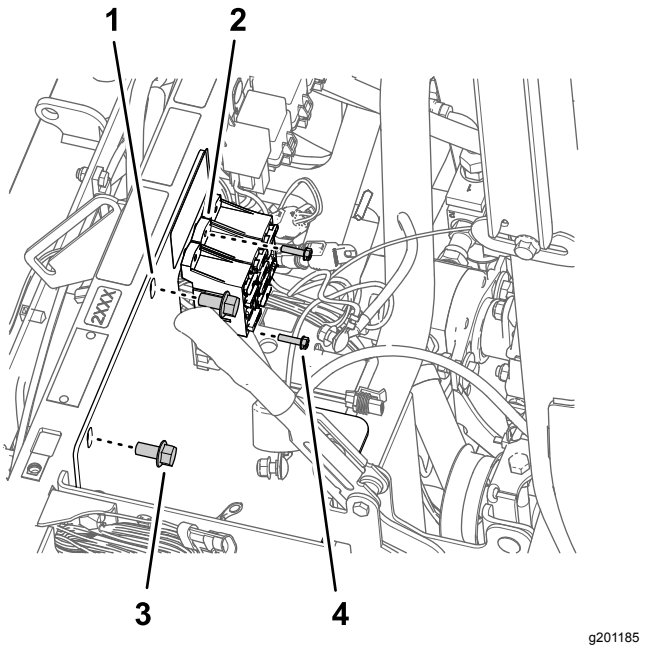

Rysunek 170
3. Odkręć śruby (10-24 x 3/4 cala) i nakrętki (10-24) mocującą bloki bezpieczników do wspornika akumulatora (Rysunek 170).
4. Odkręć 2 śruby kołnierzowe (3/8 x 3/4 cala) mocujące wspornik akumulatora do rury wspornika amortyzatora maszyny (Rysunek 170).